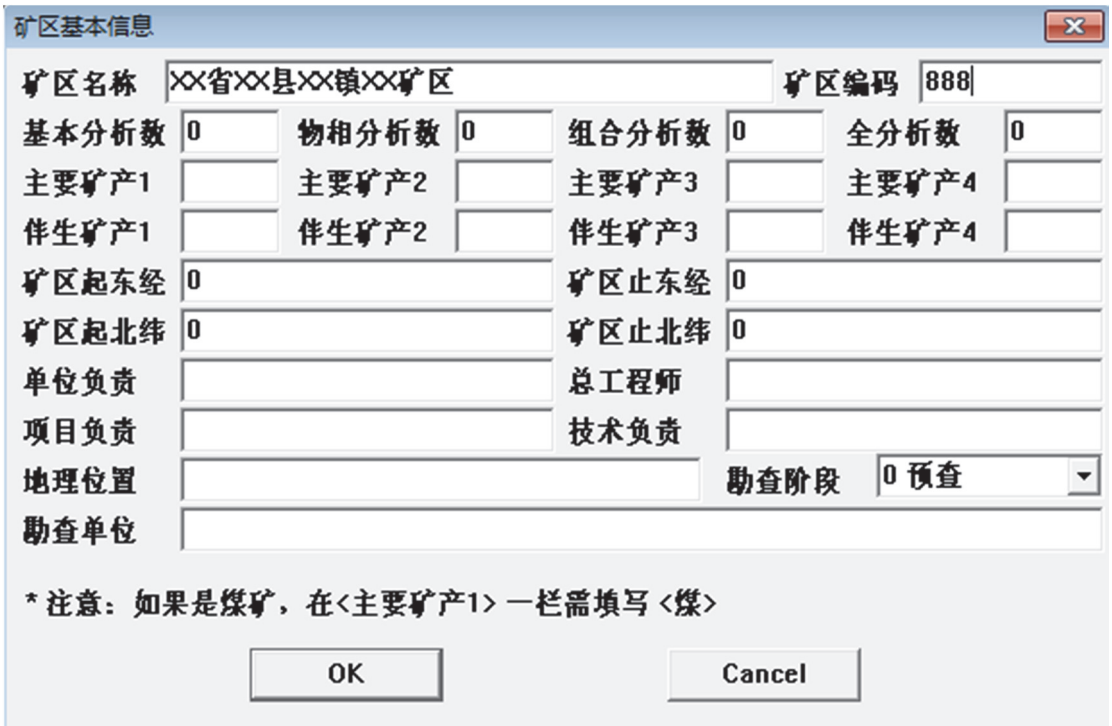

图 2-6
6. 弹出“矿区基本信息”对话框，输入数据（见图 2-6）；